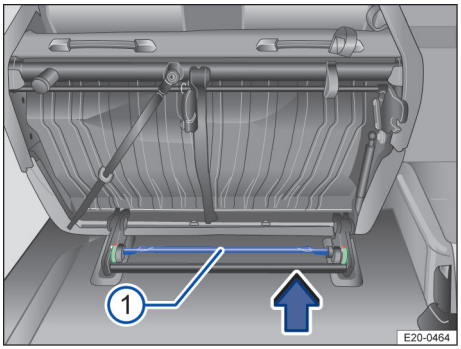
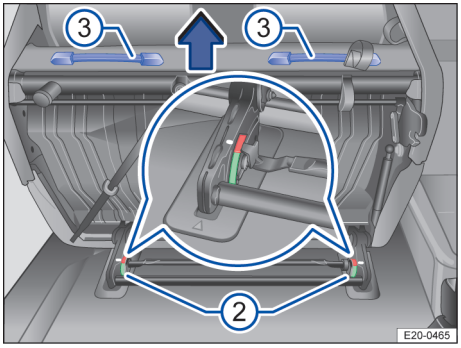

Fig. 69 Deuxième rangée de sièges : dépose de la banquette à deux places
Fig. 70 Deuxième rangée de sièges : dépose de la banquette à deux places
3. Tirez la tringlerie → fig. 69 ① dans le sens de la flèche jusqu'à ce que les deux indicateurs de verrouillage → fig. 70 ② se trouvent dans la zone rouge.